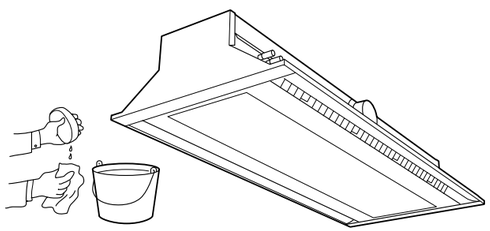

FIGURE 14
1) Wipe down exterior of chilled beam with soap and water, as needed. (See **FIGURE 14**)